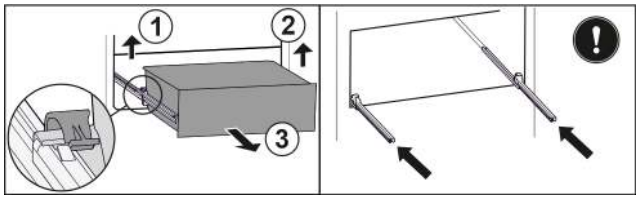

Fig. 162
▶ Lift left clamp and simultaneously pull drawer forwards on the left. *Fig. 162 (1)*
▶ Lift right clamp and simultaneously pull drawer forwards on the right. *Fig. 162 (2)*
▶ Remove drawer to the front. *Fig. 162 (3)*